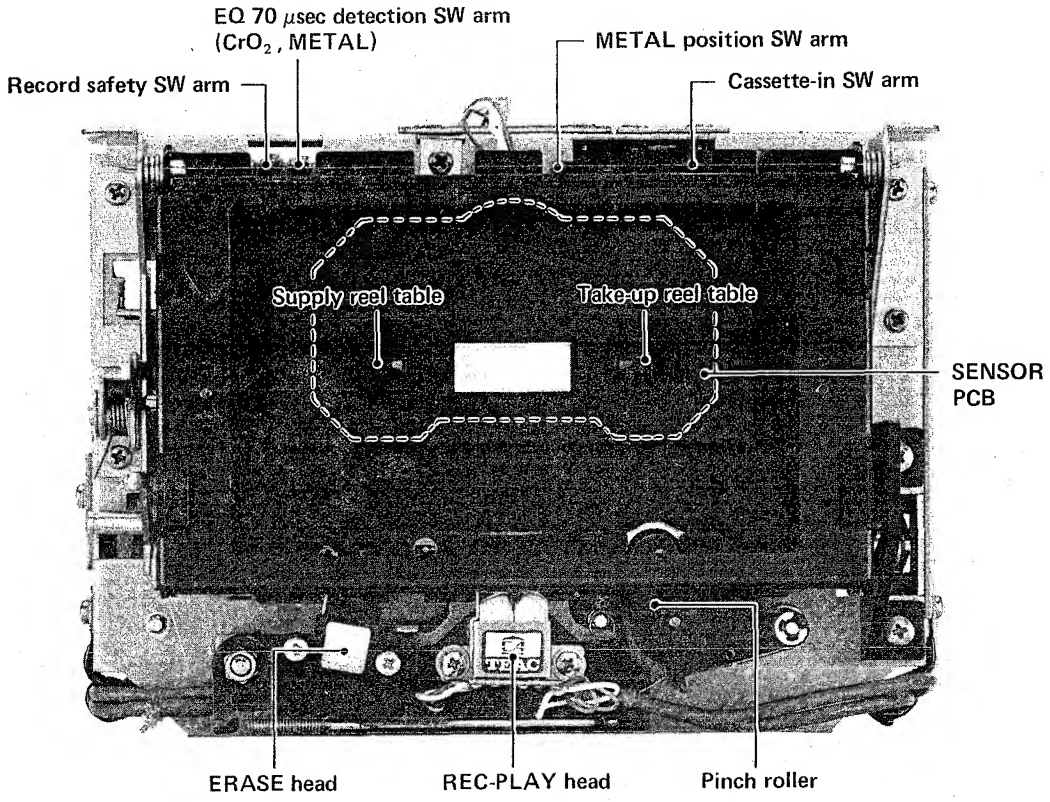

Fig. 3-2 Transport front view トランスポート前面図
1. While pushing up the cassette-in sensor arm with the cassette holder shut (Fig. 3-2), activate the play mode. Keep the sensor arm pushed up during measurement.
1. カセット・ホルダを閉じた状態で，カセットイン・センサ・アーム（図3-2）を上方に押して，プレイ・モードにする．測定中，センサ・アームは上方に押し続けること．